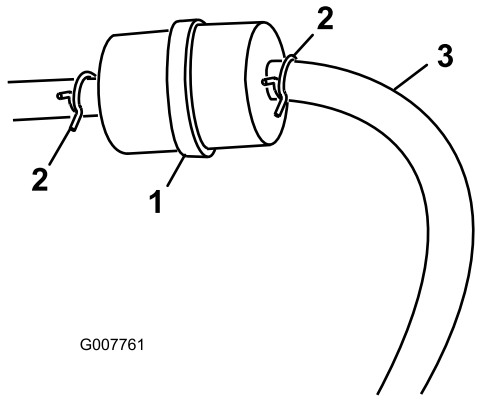

Figur 27
3. Klem sammen endene på slangeklemmene, og skyv dem bort fra filteret (Figur 27).
5. Monter et nytt filter, og skyv slangeklemmene nær opptil filteret (Figur 27).
3. ○Løsne på drivstoffilterets slangeklemme og skyv den opp i bensinslangen, bort fra drivstoffilteret (Figur 27).
4. Koble bensinslangen fra drivstoffilteret (Figur 27).
Merk: La bensinen tømmes ut i en drivstoffbeholder eller tappefat (Figur 27).
5. Sett bensinslangen på drivstoffilteret. Skyv slangeklemmen nært opptil drivstoffilteret for å feste bensinslangen (Figur 27).